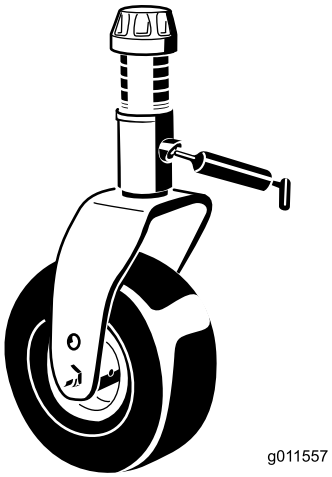

Bild 44
- Eine Laufradgabel-Wellenbüchse (Bild 44)